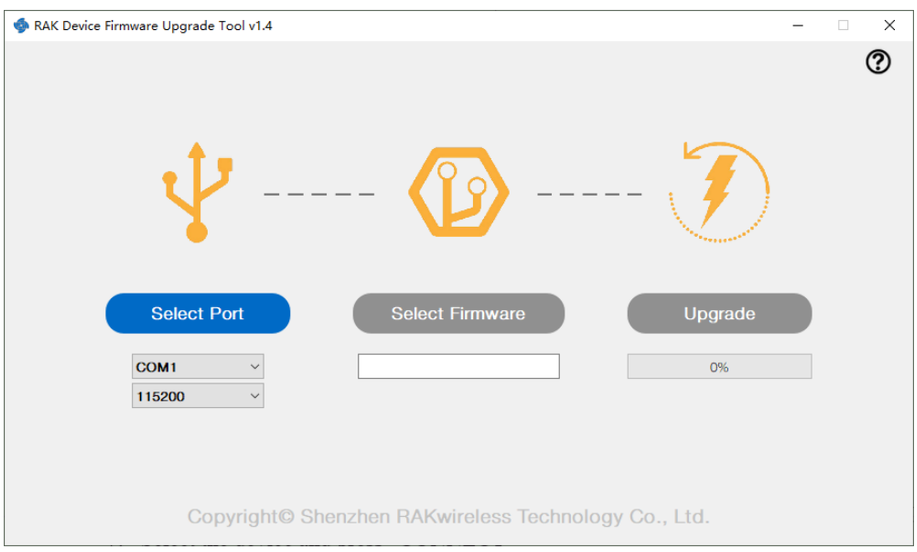

Figure 58: Device Firmware Upgrade Tool
3. Connect the RAK4200 module with a computer through USB to TTL adapter as shown in Figure 58: